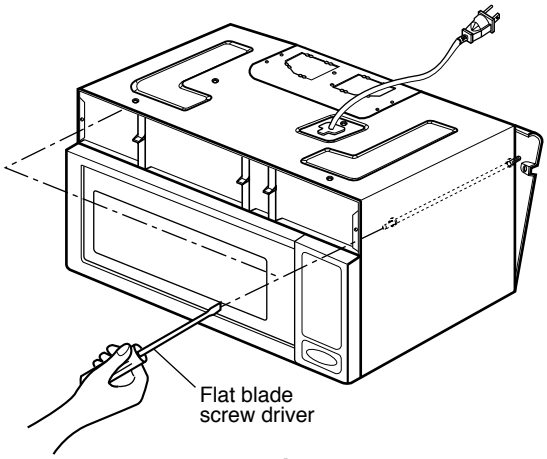

Figure 15
(1) Remove the vent grille from the front of the oven.
(2) Remove the mounting plate by removing two mounting rods securing itself to the unit. (See Figure 15)